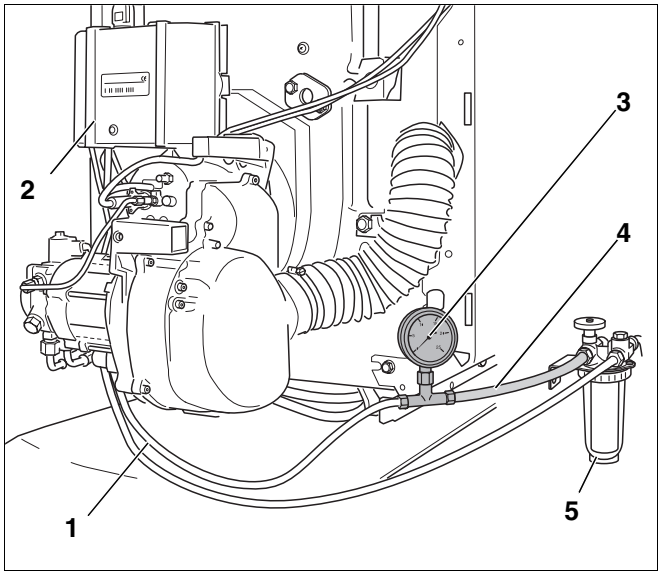

Rys. 17 Demontaż przewodu ssącego olej
- Zamknąć zawór odcinający dopływ oleju na filtrze oleju (rys. 17, **poz. 5**) i zdemontować przezroczysty wąż (rys. 17, **poz. 4**) z manometrem próżniowym (rys. 17, **poz. 3**).
- Przykręcić przewód ssący (rys. 17, **poz. 1**) do przyłącza filtra olejowego (rys. 17, **poz. 5**).
- Otworzyć zawór odcinający dopływ oleju na filtrze oleju (rys. 17, **poz. 5**).